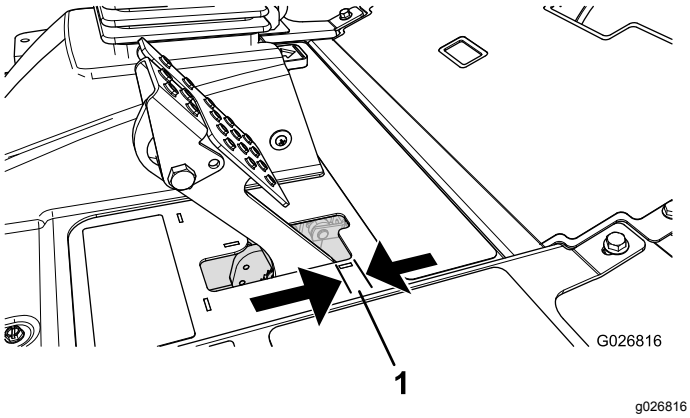

**Figur 86**
Justera bromsarna om bromspedalen har mer än 2,5 cm fritt spel eller om större fasthållningskraft krävs (Figur 86). Det fria spelet är det avstånd bromspedalen förflyttar sig innan bromsmotståndet känns av.
2. Dra åt den bakre muttern så att kabeln förs bakåt tills bromspedalerna har ett spel på 0,63–1,27 cm innan hjulen låses (Figur 86).